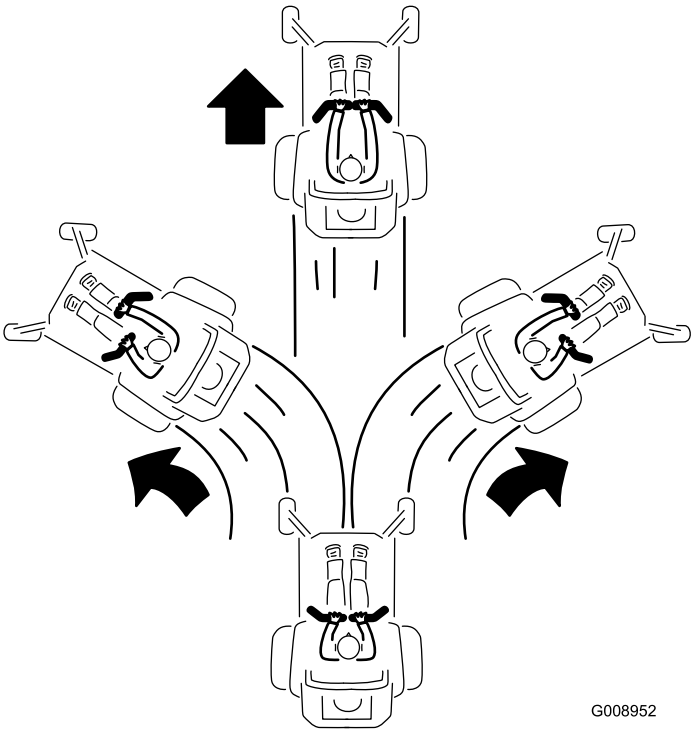

**Figuur 24**
3. Om vooruit te rijden, duwt u de rijhendels langzaam naar voren (Figuur 24).